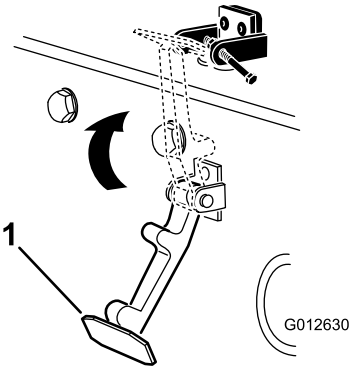

Rysunek 9
6. Zatrzaśnij zatrzask maski na jego uchwycie (Rysunek 9).